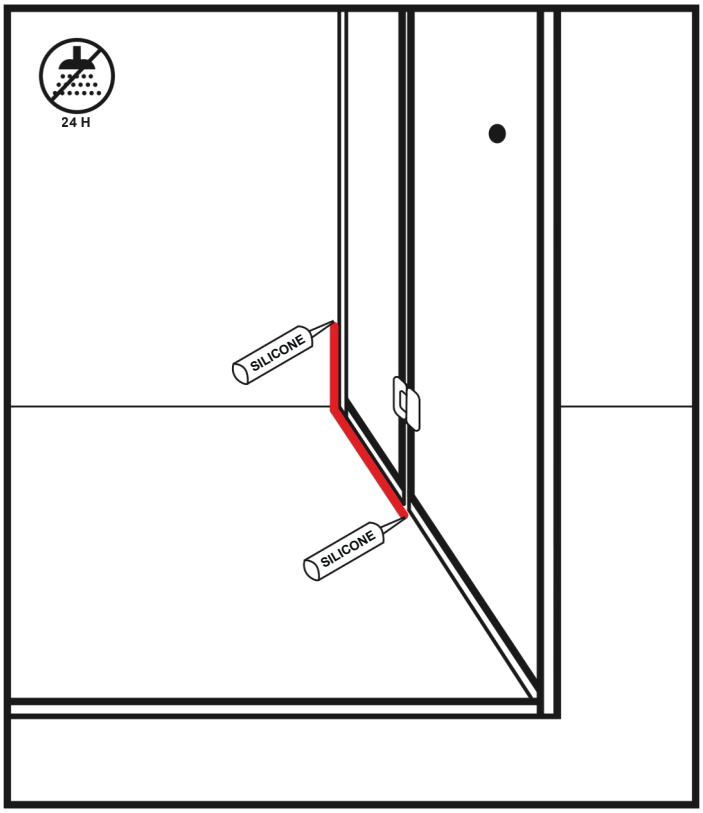
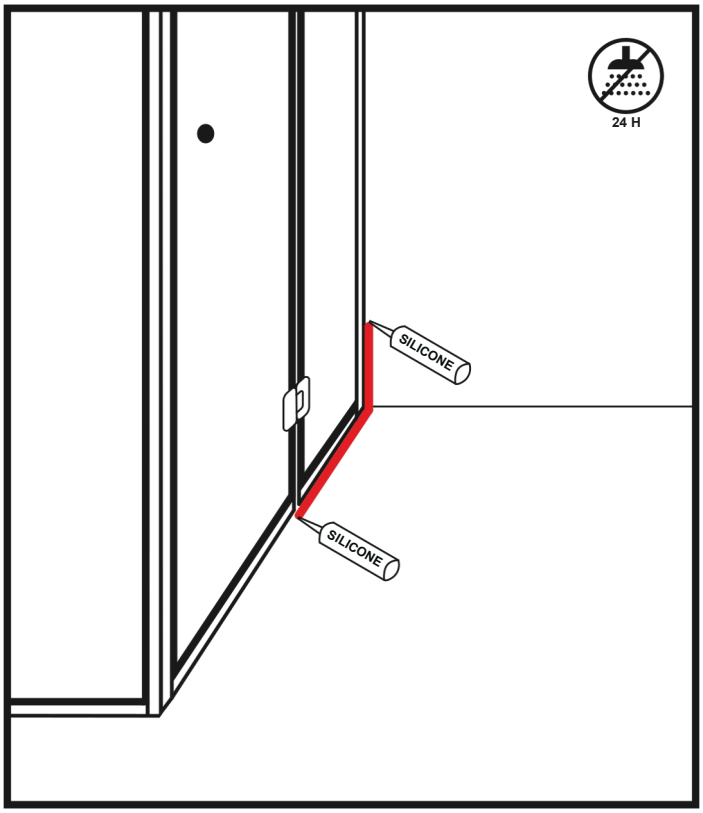
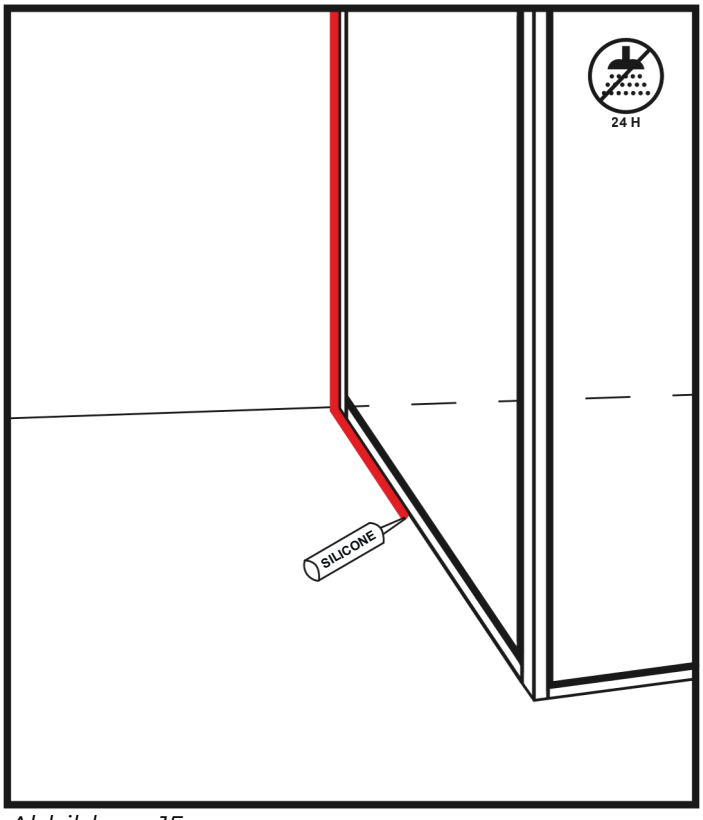
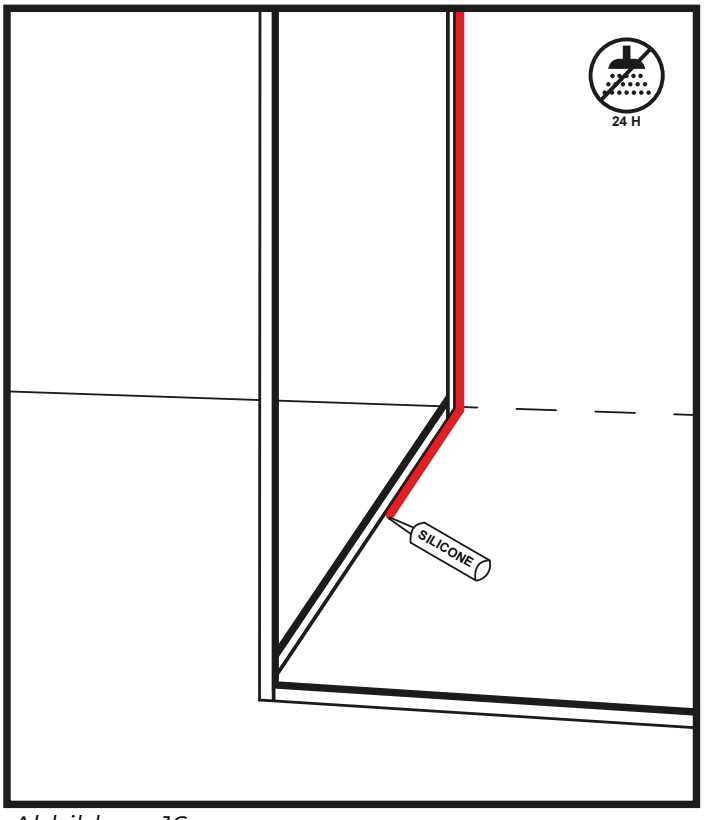

Abbildung 13
Abbildung 14
Abbildung 15
Abbildung 16
42. Tragen Sie einen gleichmäßigen Silikonstreifen auf die Kanten der U-Leiste innerhalb (Abb. 13 und Abb. 16) und außerhalb (Abb. 14 und Abb. 15) des Duschraums auf.